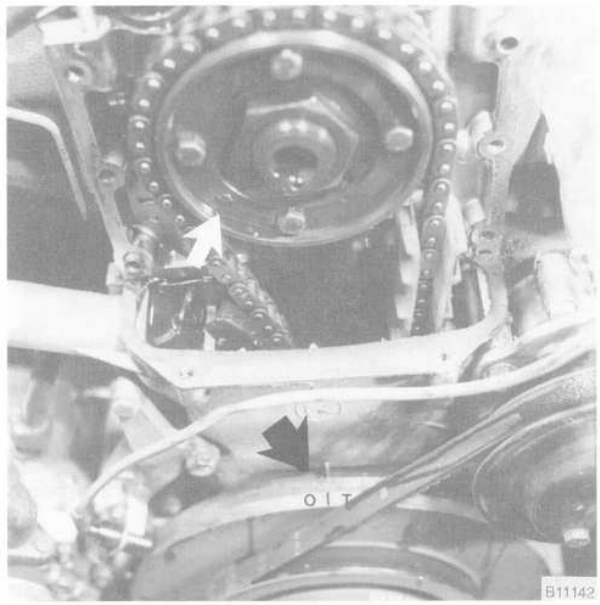

Fig. 25. 0/T (top dead center) mark on vibration damper aligned with mark on timing chain cover (**arrow**). Note position of sprocket locating dowel.
At TDC, the 0/T mark on the vibration damper will be aligned with the cast boss on the lower timing chain cover and the camshaft sprockets bolts will be straight up and down with the locating dowel in the lower left corner of the sprocket. See Fig. 25.
2. Install a new crankshaft oil seal in the lower timing chain cover and apply a light coat of engine oil to the seal. Temporarily install the lower cover. Temporarily install the crankshaft woodruff key together with the crankshaft hub/vibration damper. Check that both the camshaft and the crankshaft are set at Top Dead Center (TDC) as shown earlier in Fig. 25.